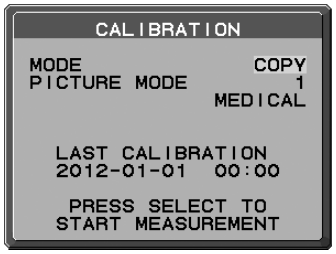

**Рисунок C.3**
3. При помощи кнопок ВЛЕВО или ВПРАВО дисплея B в настройке MODE нажмите кнопку COPY **(Рисунок C.3)**.